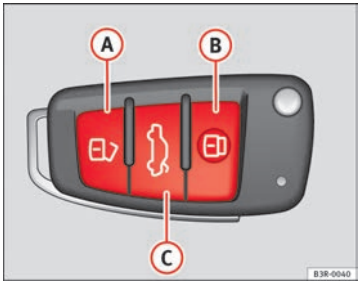

Fig. 78 Remote control key: Control buttons ▶
– Press button (A) ⇒ fig. 78 for about 1 second.